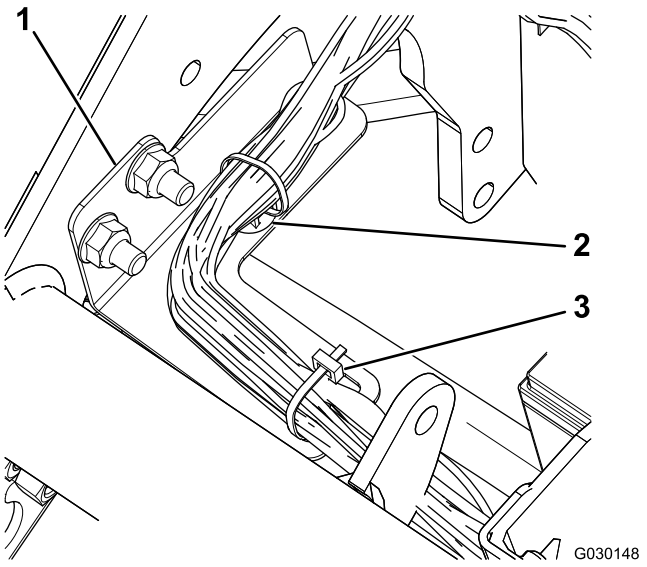

Bild 5
7. Befestigen Sie den Kabelbaum mit der Steckaufnahme mit einer Kabelbinde an der Kabelbaumhalterung (Bild 5).